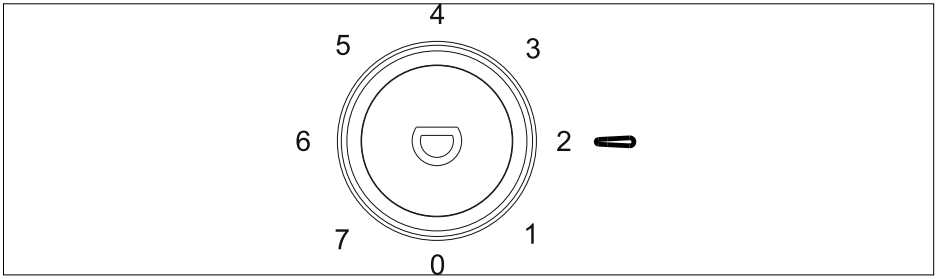

Abb. 18
Es sind 8 Einstellungen des Temperaturreglers (3) möglich (siehe **Abb.18**):